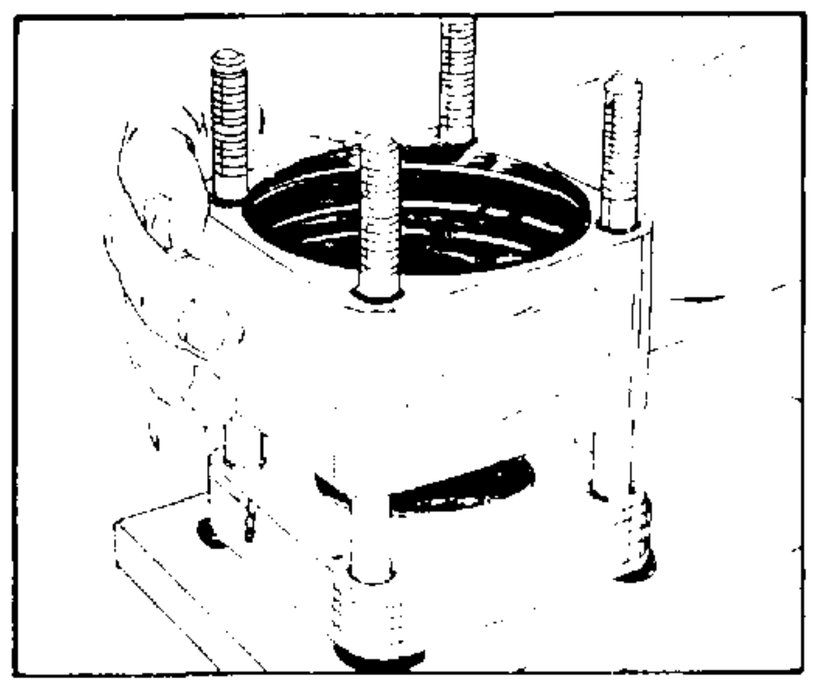

FIGURE 69.
install metering ring 22. Apply clean grease to the metering ring seal ring (3). Position the seal ring in the metering ring seal groove opposite to the end with the alignment pin holes. Stack the metering ring (17) into place, over the four bolts (40), with the seal ring towards the upper cover plate (32), and an alignment pin hole on the metering ring in line with and on the same side as the alignment groove on the side of the upper cover plate. See figure 69. This is required so that the other components can be aligned correctly.